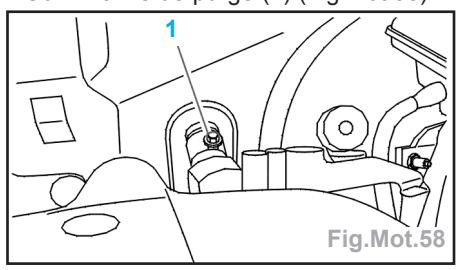

Fig.Mot.58
- Ouvrir la vis de purge (1) (Fig.Mot.58).